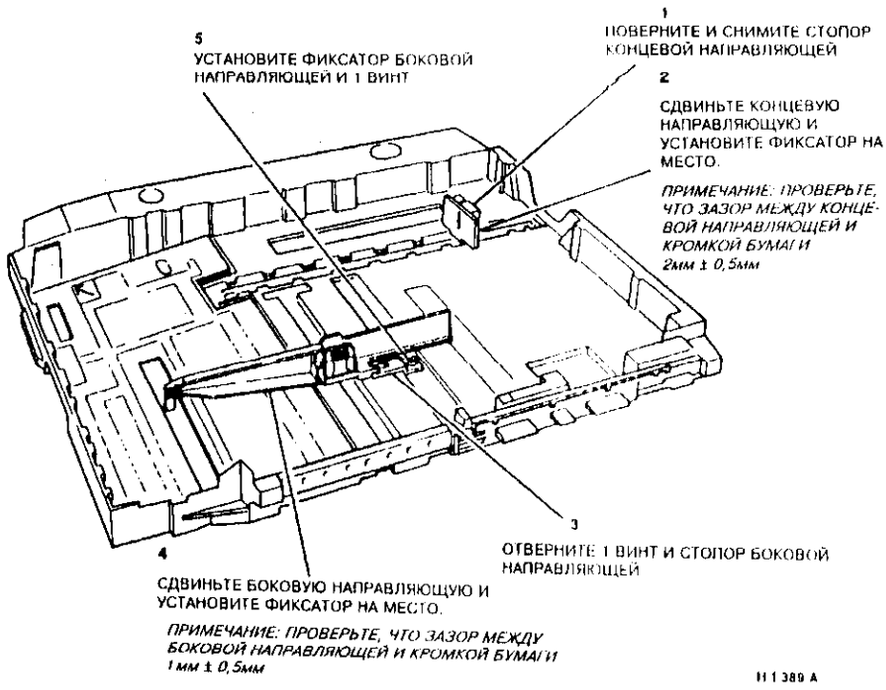

Рисунок 1. Регулировка направляющих кассеты для бумаги
2. (Рисунок 1) Установите боковую направляющую так, чтобы между ней и бумагой был зазор 1 мм ± 0,5 мм. Установите концевую направляющую так, чтобы между ней и бумагой был зазор 2 мм ± 0,5 мм.